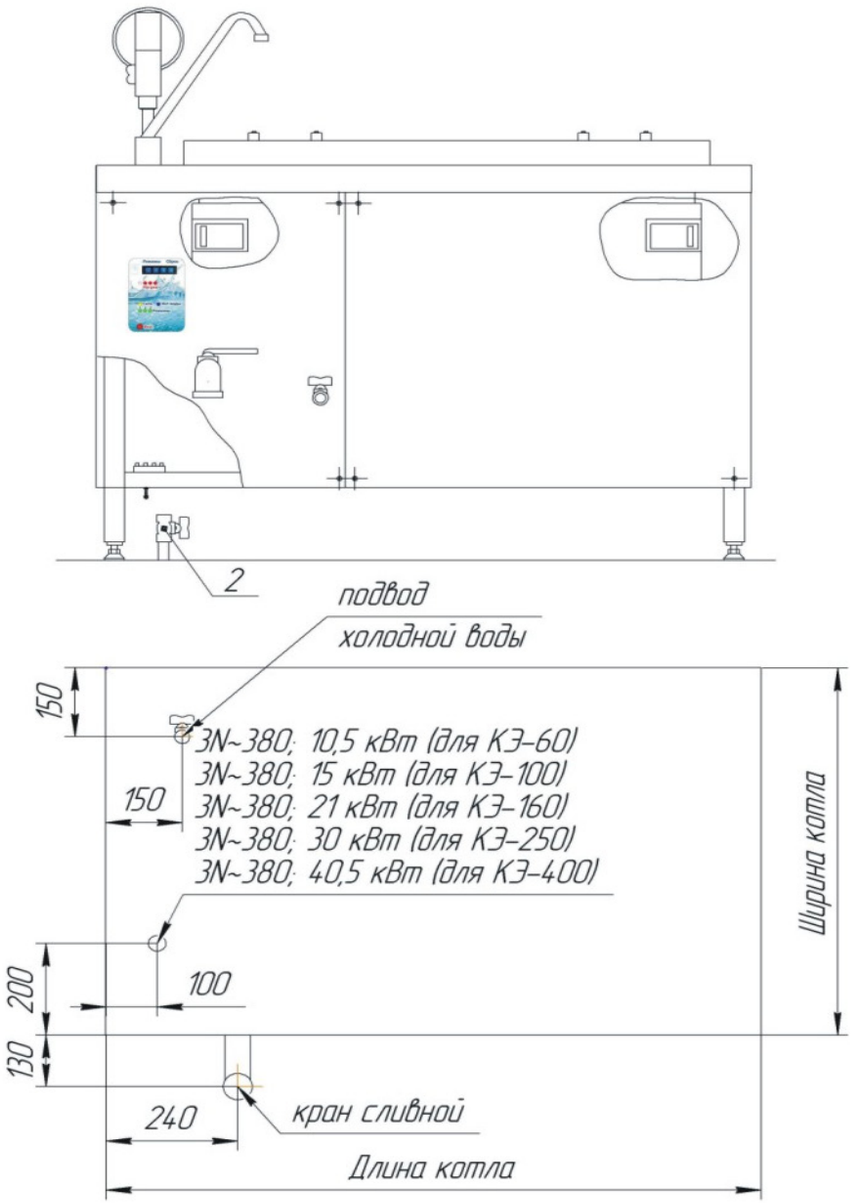

Рис. 4. Подвод воды и напряжения к котлу
Установку котла (рис. 4) производить в следующем порядке:
- установить котел так, чтобы положение трубы для подвода электроэнергии и трубы подвода холодной воды диаметром G 1/2, снабженной вентилем 2, соответствовало указанному на рис. 4 (трубы подвода электроэнергии и подвода воды должны выступать над полом на (80±5) мм);